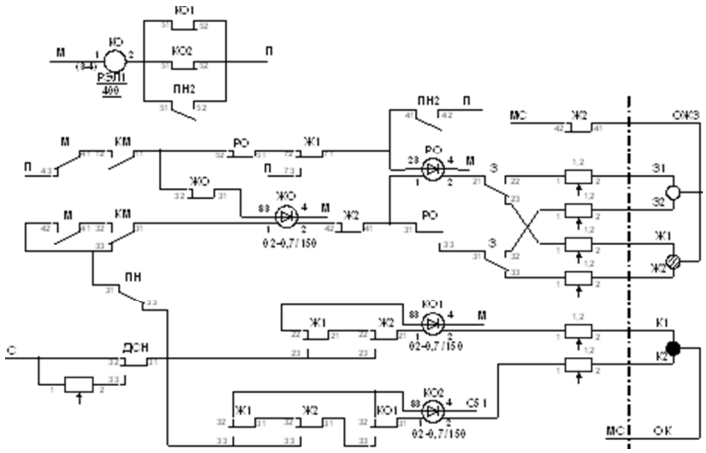

Рисунок 4 – Типовая схема управления светофором автоблокировки
2. Дана типовая схема управления светофором автоблокировки (Рис. 4). Определить тип оптической системы;